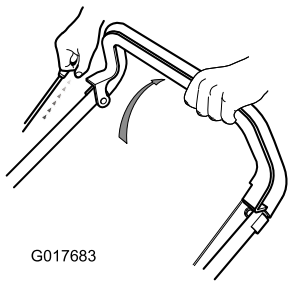

Figur 12
1. Håll nödstoppshandtaget mot handtaget (Figur 12).
2. Dra i startsnörets handtag (Figur 12).